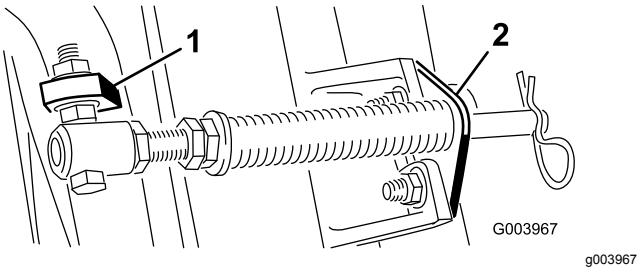

**Figur 6**
**Merk:** Still bolthodet på utsiden av tappen, som vist i Figur 6.
D. Monter de to stangbrakettene til klippeenhetstappene med låseskruene og mutterne (Figur 6).